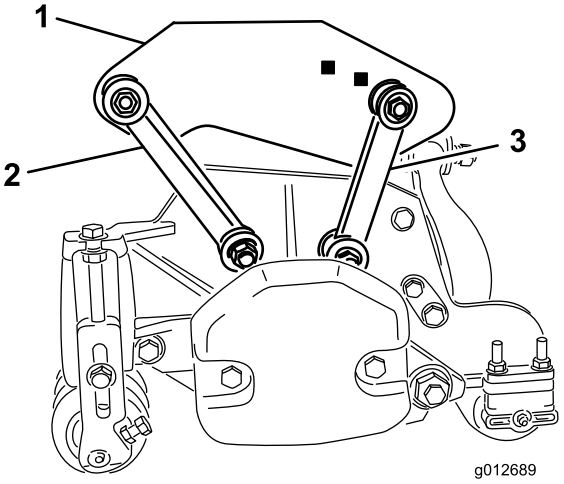

Figur 19
- Fäst de främre monteringslänkarna i hålen på bärramen med en bult (3/8 x 2 1/4 tum), två planbrickor och en låsmutter såsom visas i Figur 19. Placera en bricka på var sida om länken vid montering. Dra åt fästelementen till 42 Nm.
- Fäst de bakre monteringslänkarna i hålen på den bakre bärramen med en bult (3/8 x 2 1/4 tum), två planbrickor och en låsmutter såsom visas i Figur 19. Placera en bricka på var sida om länken vid montering. Dra åt fästelementen till 42 Nm.